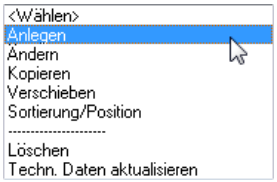

Bild 27.57 – *Seite,* Menüpunkt *Anlegen*
- wählen Sie zunächst die Bibliothek, dann die Gruppe, in der die Seite erstellt werden soll, im Beispiel *Bibliothek 01, Gruppe 01*. Klicken Sie dann im Listenmenü *Seite* auf den ersten Punkt, *Anlegen* (Abb. 27.57).